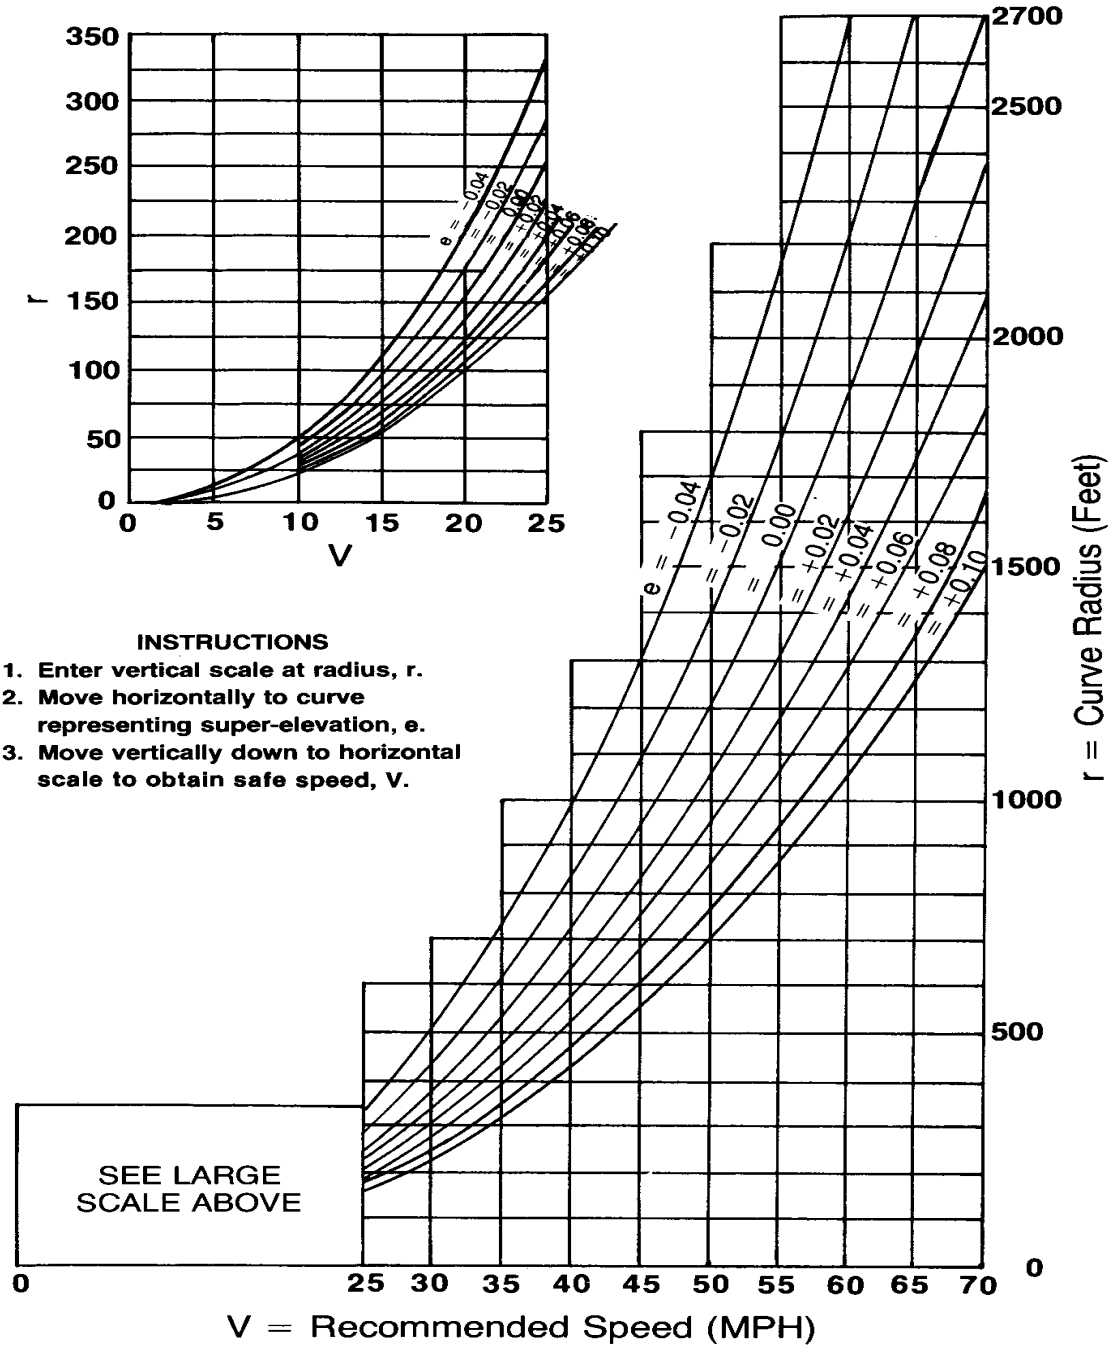

Figure III-09.04
Whether or not a particular curve needs to be signed is based on recommended speed at which the curve may be traversed. This speed may be determined by the use of the curves in Figure III-09.04 by the use of the ball bank indicator, or by mathematical computation.
The curves given in Figure III-09.04 are used when the radius (R) and super-elevation (e) of the curve are known. The radius and superelevation of the curve may be obtained from actual measurements or from construction plans for the roadway. The combination of radius and superelevation giving the lowest speed for the curve should be used.